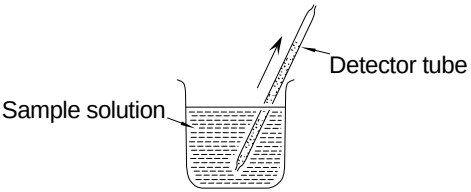

FIG. 2.25 IMMERSION METHOD
(2) Immersion method (see FIG.2.25) : One end of the detector tube is immersed in the sample solution to draw it up by capillarity action.